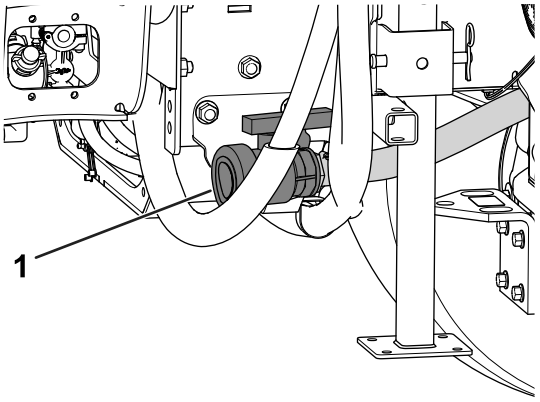

Figuur 85
2. Ga naar de aftapplug aan de rechterkant van de machine (Figuur 85).